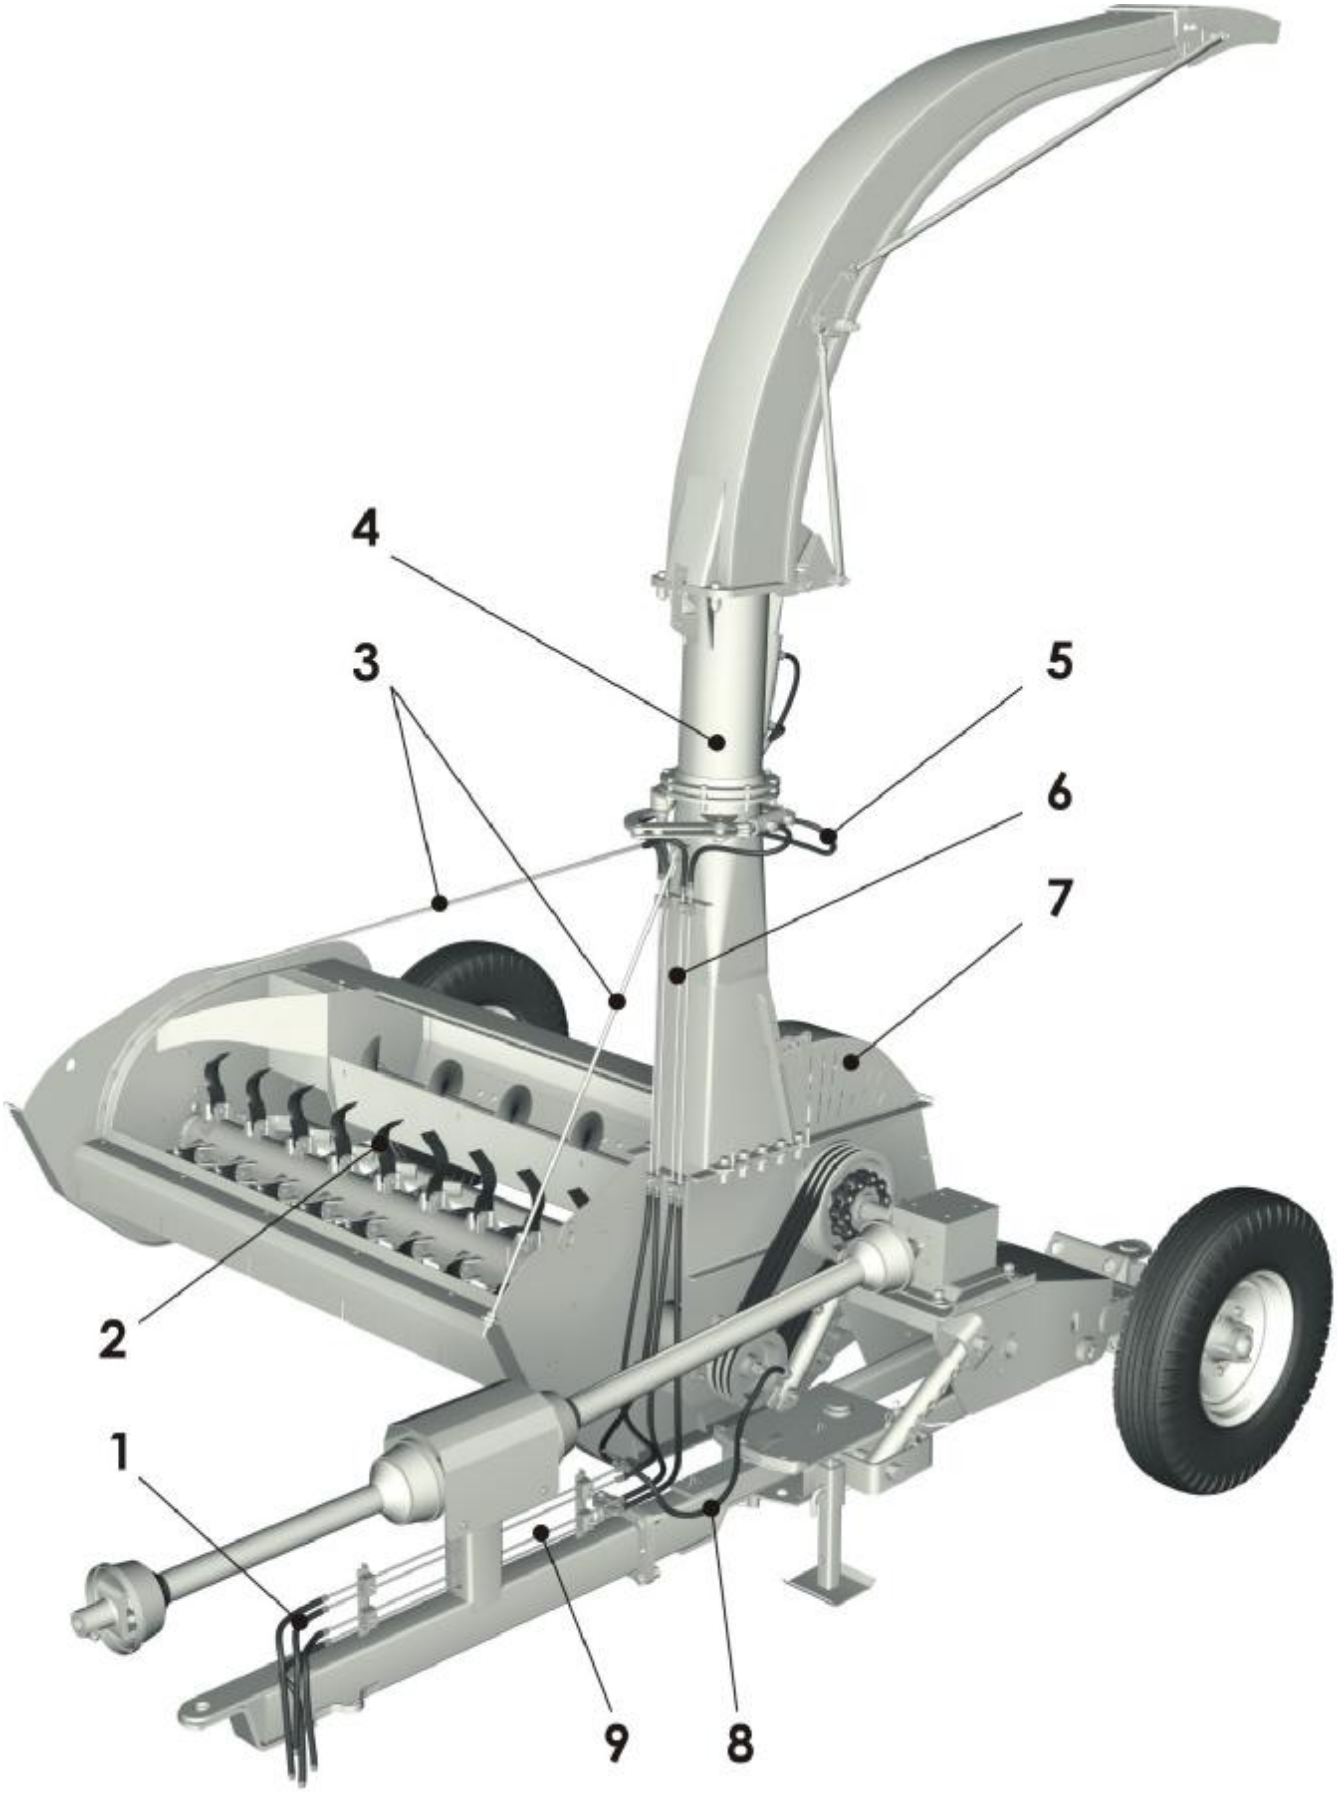

Рис. 20 **Демонтаж сборочных единиц и деталей комбайна КСД**-2,0
1. Установите комбайн на ровной площадке, и зафиксируйте его от перемещения. Демонтируйте с машины (рис. 20): рукава высокого давления 1,5 и 8; трубопроводы 6 и 9, оставив гидравлику только на гидроцилиндр подъёма комбайна; ножи 2 с вала ротора; растяжки 3; силосопровод 4 с упором; крышку измельчителя 7.